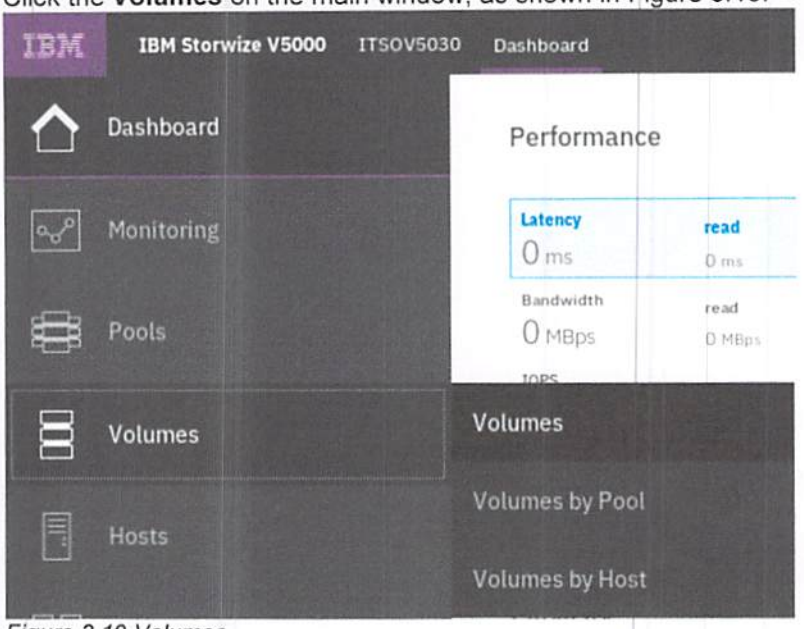

Figure 3.19 Volumes
1. Click the **Volumes** on the main window, as shown in Figure 3.19.